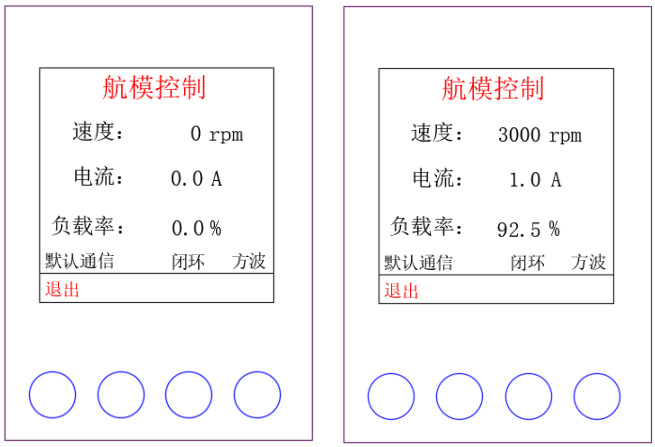

图 6.23 外部航模 PWM 闭环控制各界面
- 调节驱动器外部输入航模 PWM 脉宽大小，进行调速和方向控制。如**图 6.23**。